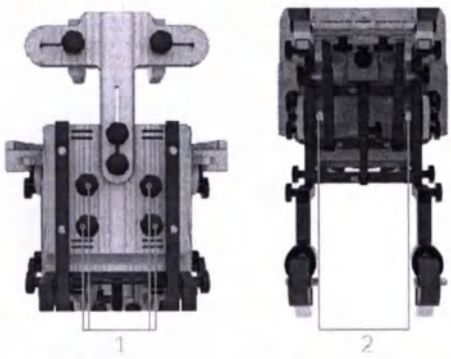

Рис. 6 – Регулировка боковых упоров
Боковые упоры* (рис. 6)
Спинка и сиденье имеют исполнение с прорезями, в которых крепятся боковые упоры с помощью барашков (1) и болтов (2) (рис. 6). Боковые упоры позволяют осуществлять регулировку ширины спинки и сиденья.